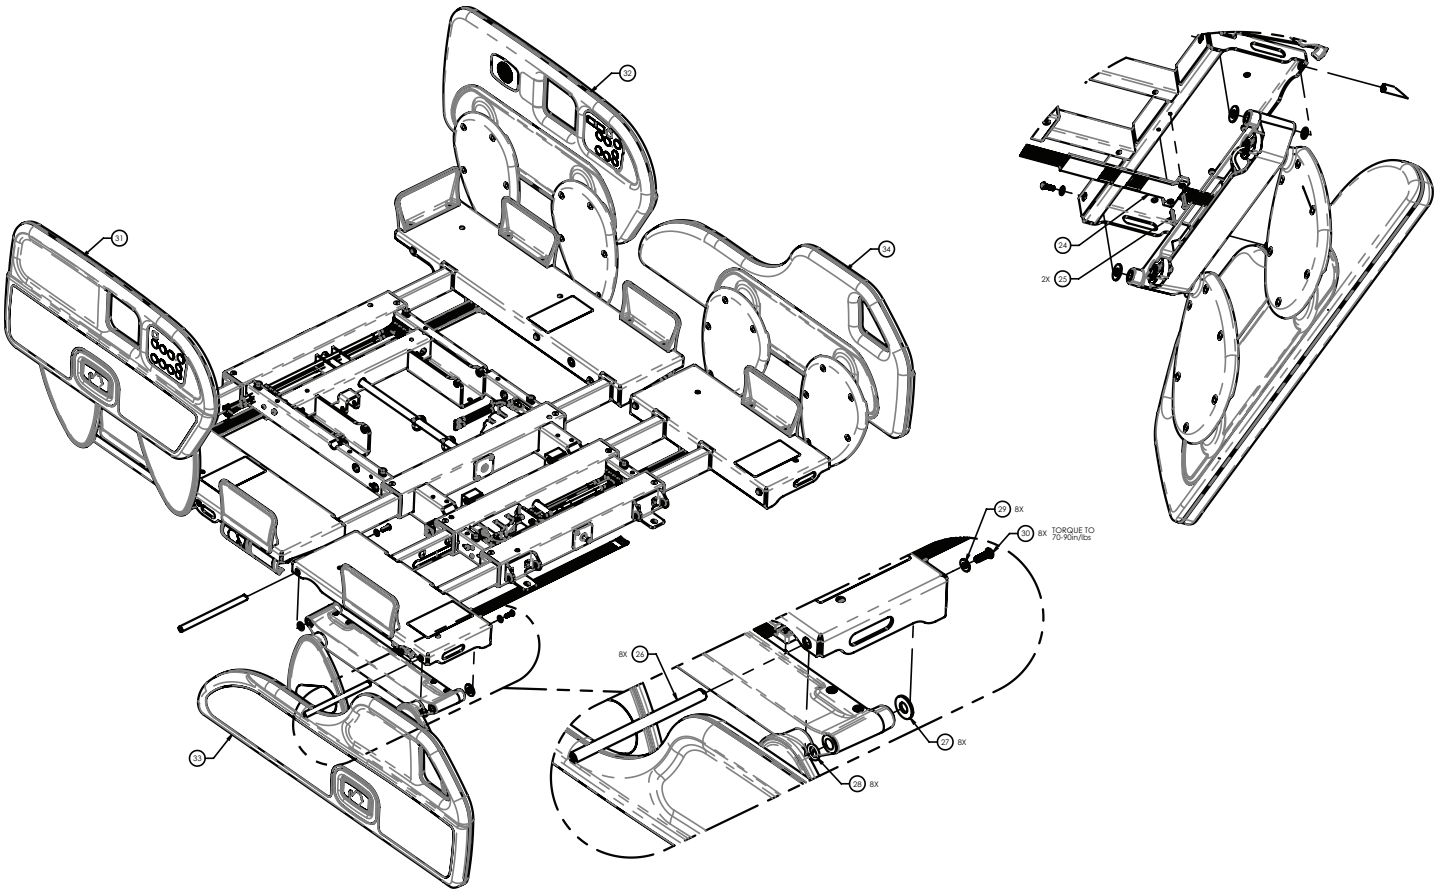

Figure 39 – Remplacement de la barrière, côté tête
10. Débrancher les deux câbles de barrière de l'ensemble de carte de jonction (51).
11. À l'aide d'une clé Torx T27, retirer la vis (30) et la rondelle (29) qui fixent la tige de guidage au plan de couchage (Figure 39).